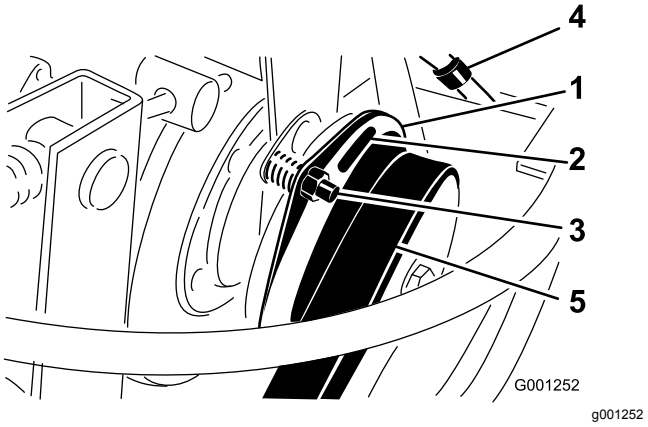

Figur 74
3. Juster avstanden slik at et 0,38 mm følerblad kan skyves mellom koblingsbelegget og friksjonsplaten ved hjelp av lett trykk (Figur 74).
Merk: Du kan redusere avstanden ved å vri mutteren med klokken (Figur 74). Maksimal serviceavstand er 0,76 mm. Justere alle tre avstandene.